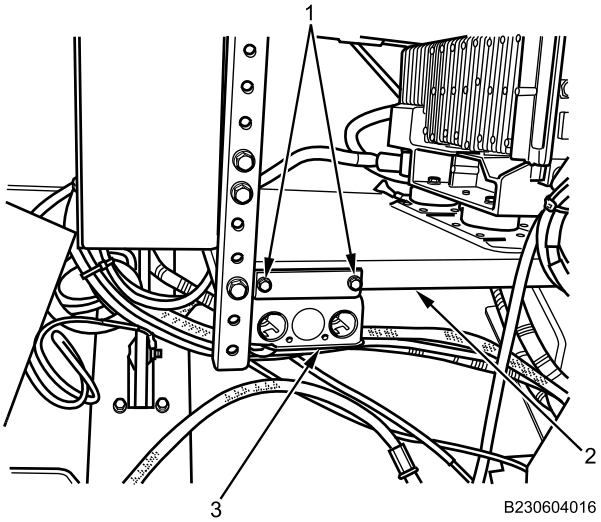

Figure 16. 12V Junction Box.
13. Install 12V junction box (Figure 16, Item 3) on communications rack (Figure 16, Item 2) with two bolts (Figure 16, Item 1). Tighten bolts securely.